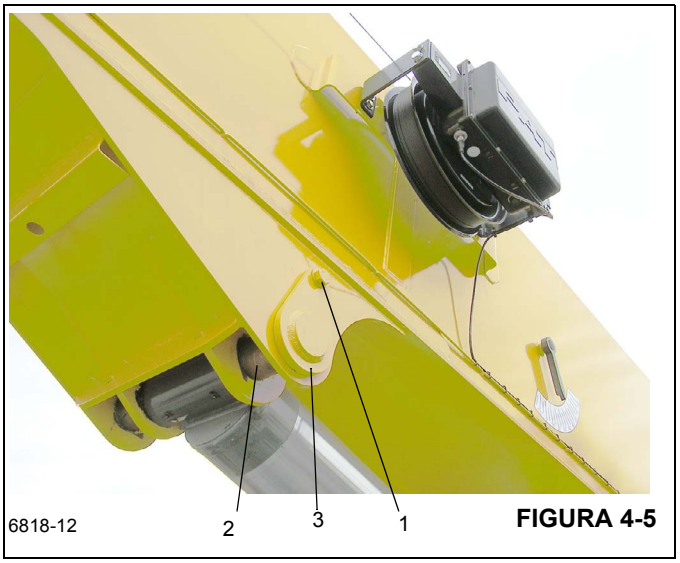

FIGURA 4-5
10. Saque el perno (Figura 4-5, 1) y la arandela que fijan el eje del cilindro de elevación superior (Figura 4-5, 2) al lado de la caja de elevación (Figura 4-5, 3) en la pluma.
11. Retire el eje del cilindro de elevación superior (Figura 4-5, 2).
12. Active el sistema hidráulico y retraiga la varilla del cilindro de elevación lo suficiente para que quede libre de la caja de elevación (Figura 4-5, 3).